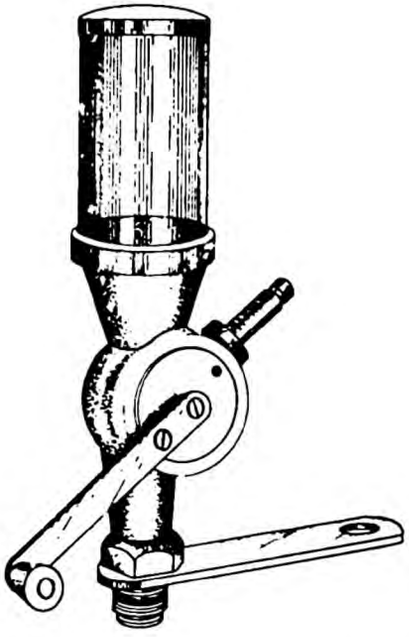

Figure 15-9. Powder measure.
Powder Measure. The powder measure is used to speed up reloading. It is designed to throw a charge of powder accurately to approximately .5 grain of powder. Its accuracy is dependent upon how precise you are with your movements and the type of powder used. You must hit the stop with the same force each time to insure accurate loads. The finer the powder the more uniform the results will be. Remember this measure must be checked for the proper load approximately every ten (10) throws if the powder scale is not used to measure each individual charge. (See fig. 15-9.)